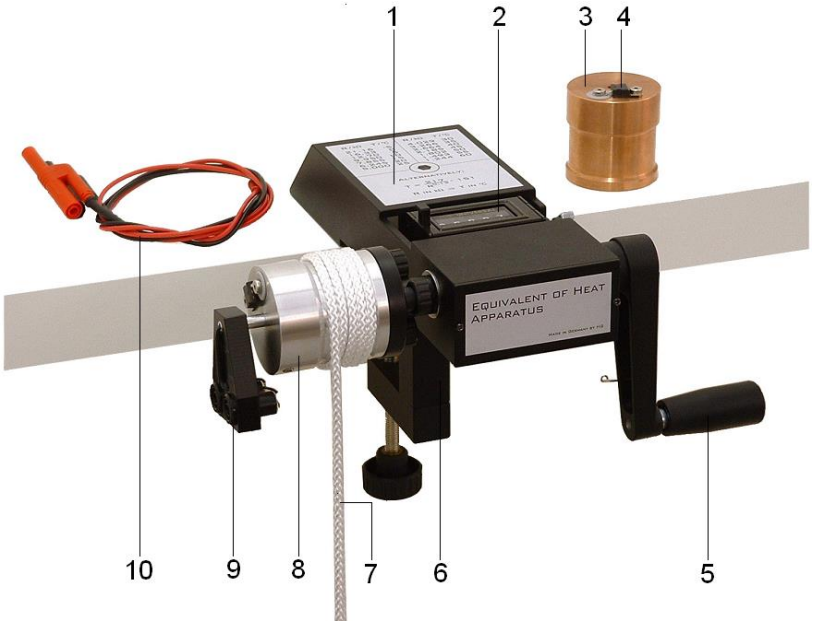

Fig.1: Composants
- Le dispositif de mesure de l'équivalent de chaleur est vissé à une plaque de travail stable à l'aide de la bride de fixation. Puis, comme le montre la figure 1, le cordon est placé 4,5 à 5,5 fois autour du cylindre, le contrepoids devant pendre à l'arrière et l'extrémité libre du cordon pendre à l'avant.
- Humidifier le palpeur avec une goutte d'huile (important !) et l'enficher dans le cylindre sélectionné (cf. la figure 1), jusqu'à ce qu'il s'encoche et se laisse tourner facilement (s'il est trop ou pas assez enfoncé, il ne tourne pas correctement). Les deux connexions du palpeur sont reliées à un dispositif de mesure de résistance (multimètre) disposant d'un affichage à au moins trois chiffres dans une gamme entre 2 kΩ et 9 kΩ. La résistance mesurée peut être convertie en température soit à l'aide du tableau de la dernière page de ce manuel d'utilisation, soit avec l'équation suivante: